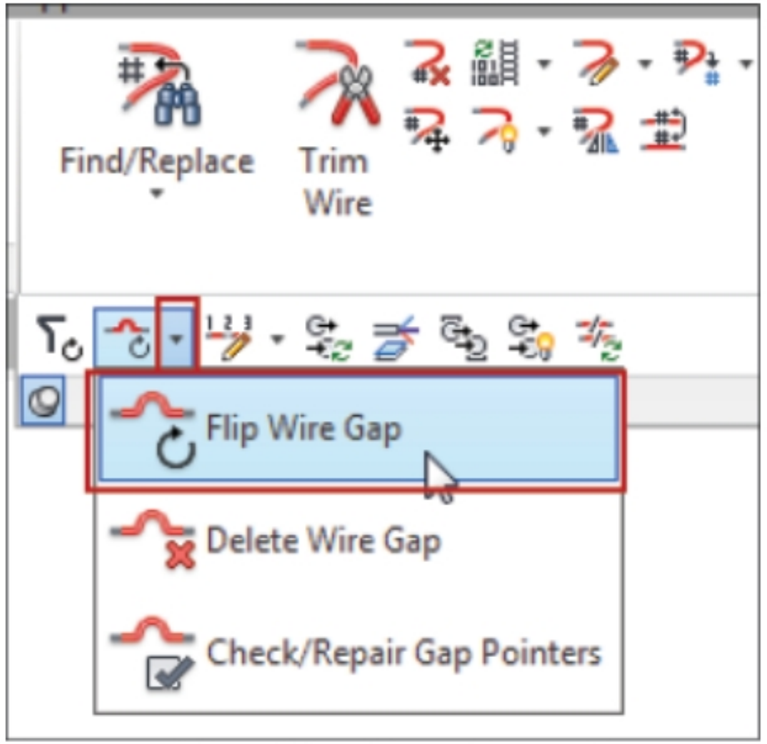

Figure-95. Wire Gap drop-down
- Click on the **Flip Wire Gap** tool from the **Wire Gap** drop-down in the expanded **Edit Wires/Wire Numbers** panel in the **Ribbon**; refer to Figure-95. You are asked to select the wire with gap.